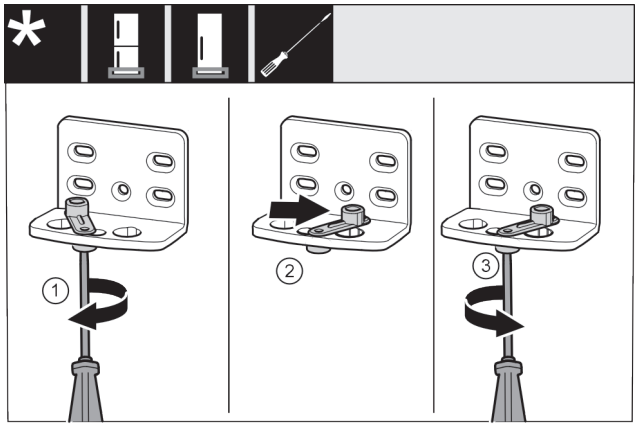

Fig. 18
▶ Use screwdriver to loosen the screw *Fig. 18 (1)*.
▶ Lift the door closing aid *Fig. 18 (2)* and turn 90° clockwise in the hole.
▶ Tighten screw *Fig. 18 (3)* with screwdriver.